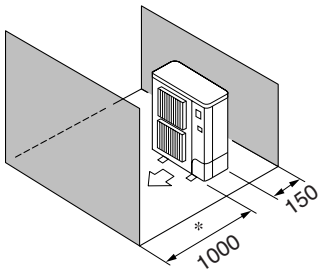

Fig. 3-9
⑤ Obstacles uniquement à l'avant et à l'arrière (Fig. 3-9)